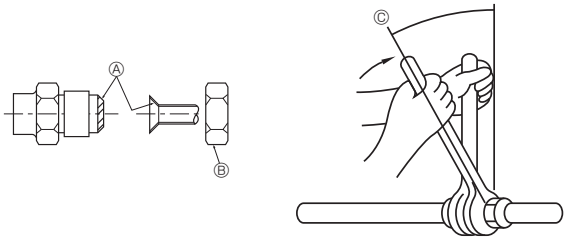

Fig. 5-9
- Aplique una capa fina de aceite refrigerante en la superficie de asiento de la tubería. (Fig. 5-9)